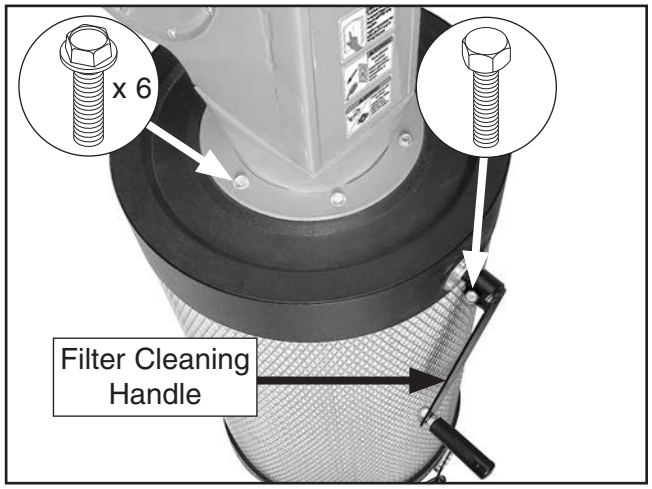

Figure 10. Canister attached to dust collector and filter cleaning handle attached to canister.
2. Attach canister filter to motor/impeller assembly with (6) ¼"-20 x ¾" flange bolts (see **Figure 10**).
3. Attach filter cleaning handle to canister filter with (1) hex bolt included with handle (see **Figure 10**).